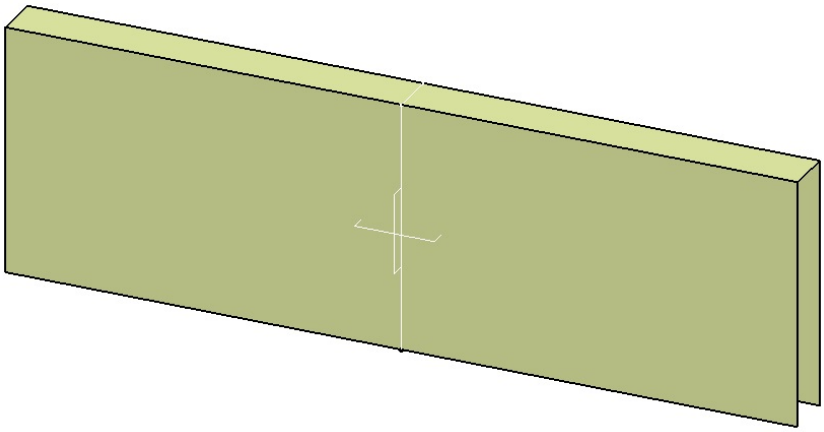

Figure 18-105 *Extruded base surface*
5. Choose the **OK** button from the **Extruded Surface Definition** dialog box. Figure 18-105 shows the resulting extruded base feature.